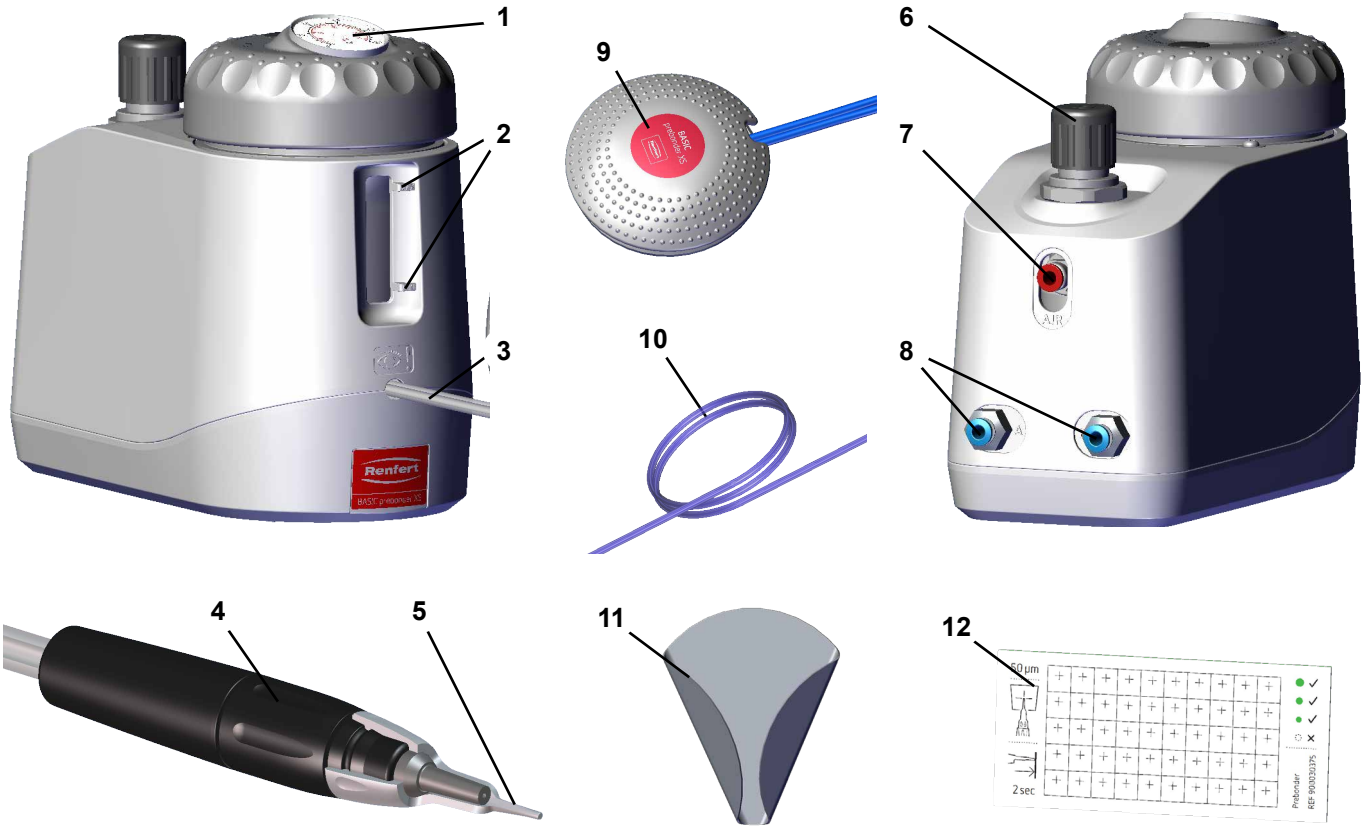

Fig. 1
⇒ Enfoncer le tuyau à air comprimé (10, Fig. 1) jusqu'à la butée dans le raccord de tuyau (7). Une légère résistance se fait alors sentir.